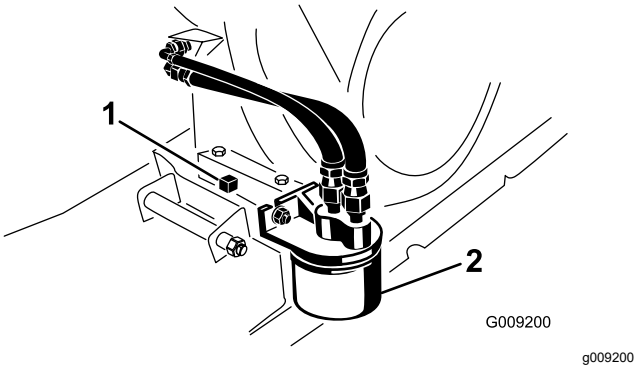

Figur 39
5. Sätt ett kärl som rymmer 1,8 liter eller mer under avtappningspluggen (Figur 39).
6. Ta bort avtappningspluggen och förslutningen (Figur 39).
2. Avlägsna det befintliga oljefiltret (Figur 39).
4. Skruva fast det nya filtret på filteradaptern tills packningen vidrör fästplattan och dra sedan åt filtret ytterligare ett halvt till tre fjärdedels varv (Figur 39).